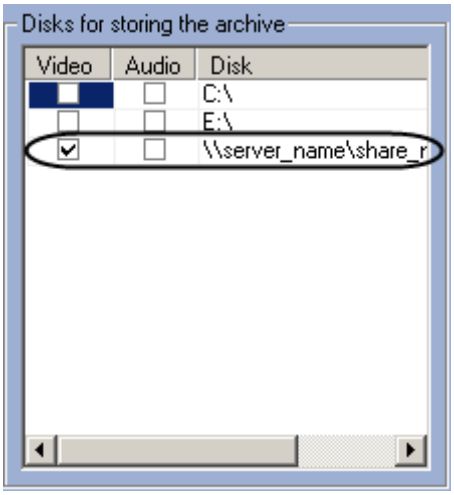

Figure 8.4-32 Specifying the UNC path to a network disk
1. Go to the last line in the disk list and click the down key (Figure 8.4-32).
2. Specify the path to a network disk in the appeared line in the "Disk" column (Figure 8.4-32). UNC path is set in **\\server_name\share_name** format where "server_name" is the name of file server and "share_name" is the network name of the general folder.
3. Set a checkbox for created disk in the "Video" column (Figure 8.4-32).